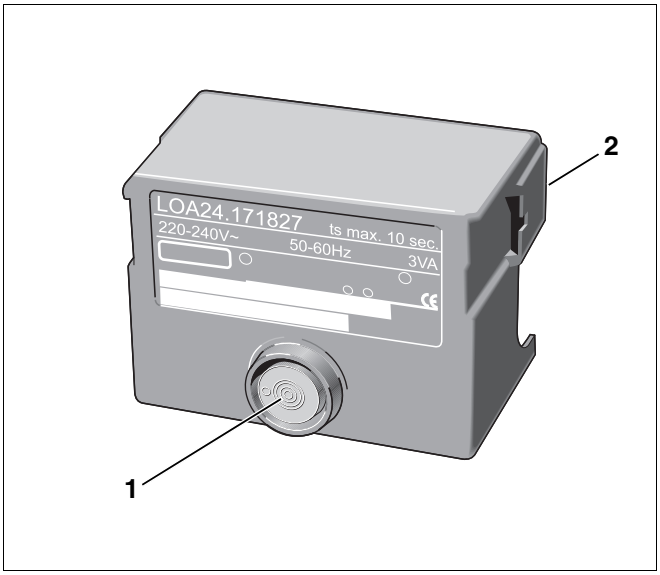

Fig. 8 Automatismo di combustione gasolio LOA
In caso di disfunzione, potete premere il tasto di riarmo (fig. 8, **pos. 1**) presente sull'automatismo di combustione gasolio (vedere capitolo 6.2 "Eliminazione dei guasti all'automatismo di combustione gasolio", pagina 16).